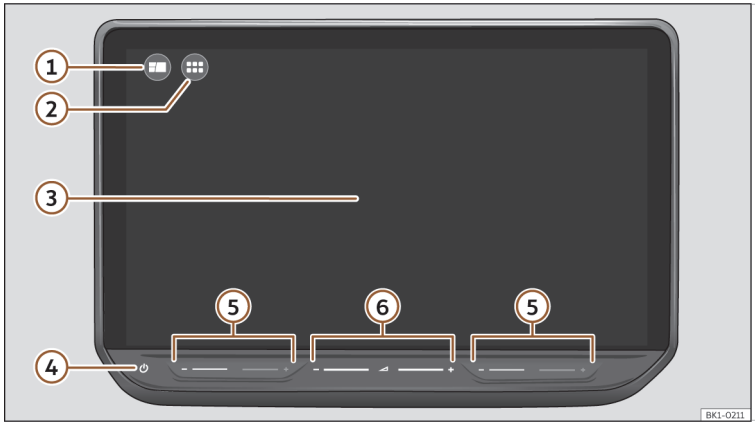

Abb. 175 Übersicht: Schalteinheit.
Gestalten Sie das übergeordnete Menü und die Ansicht HOME >>> **(Abb. 175)** ① individuell, um schnell auf die bevorzugten oder am häufigsten verwendeten Funktionen zuzugreifen.